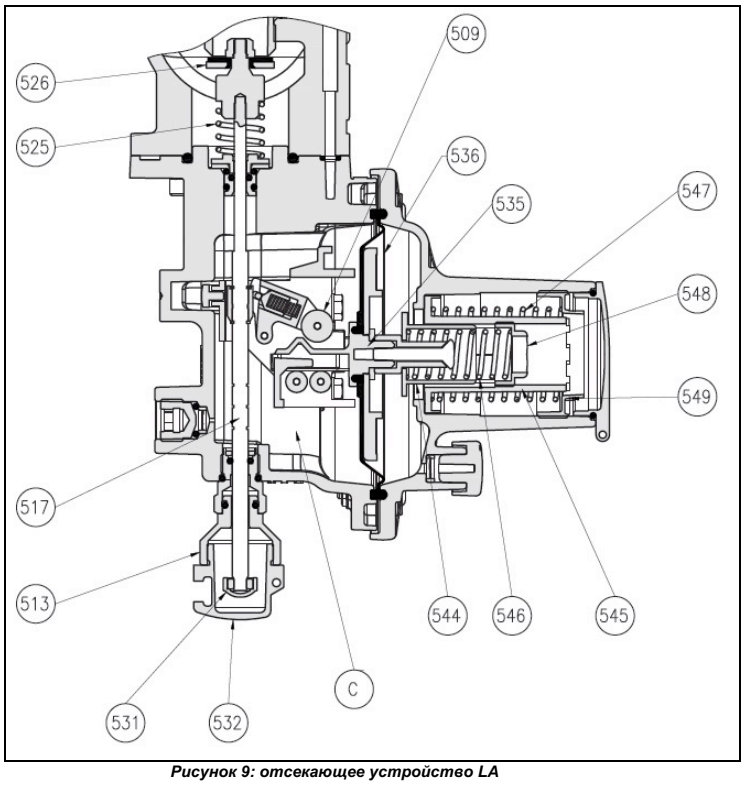

*Рисунок 9: отсекающее устройство LA*
Представляет собой устройство (рис. 9) незамедлительно перекрывает поток газа, если по причине какой-либо неисправности выходное давление достигает значения, заданного для его срабатывания.
**Отсекающий клапан LA/..** (рис. 9 для срабатывания по минимальному и максимальному давлению в сущности состоит из запорной части, установленной на шток, рычажного механизма расцепления, управляющей головки и системы ручного взвода. В камере **C** управляющей головки контролируемое давление Pd воздействует на мембрану **536**, , которая жестко закреплена с валом, оснащенным кулачком **535**.